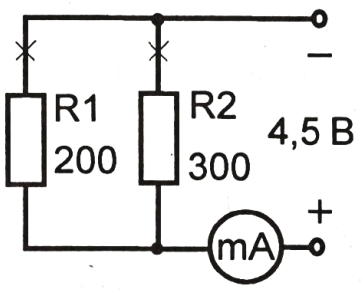

Рис. 7-2-4
1. Соберите цепь из двух параллельно соединенных резисторов *R1* и *R2* с разными сопротивлениями (рис. 7-2-4).